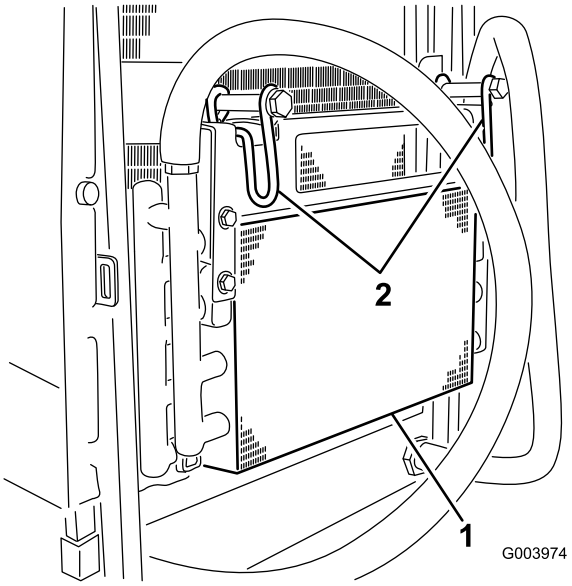

Figur 67
5. Vrid spärrhakarna inåt för att frigöra oljekylaren (Figur 67).